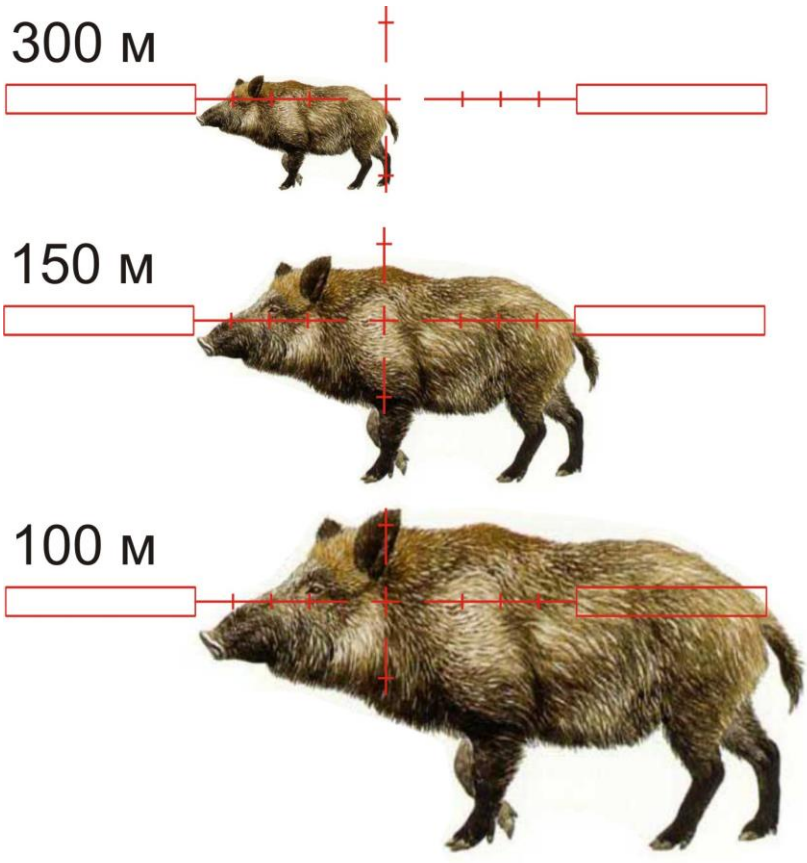

Рис.4
2) поместите перекрестье прицела так, чтобы одна сторона цели оказалась на риске Mil Dot (см. пример на рис. 4),
На рис. 4 представлен пример оценки расстояния для прибора «Dedal-460» до кабана (трофейной длины 1.5 м) по сетке Mil Dot (5, 10 и 15 делений соответственно).